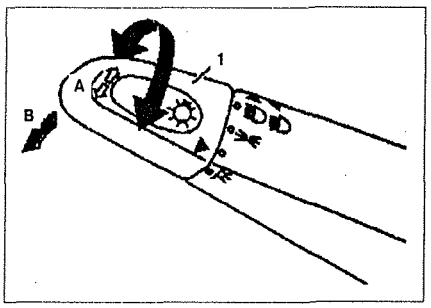

Рис. 1.25. Проверка габаритных и парковочных огней.
5. Поверните выключатель фар **1** в положение и нажмите вверх выключатель противотуманных фар **2** (см. рис. 1.25, 1.26). Проверьте габаритные огни, противотуманные фары, парковочные огни, заднюю противотуманную фару на работоспособность.